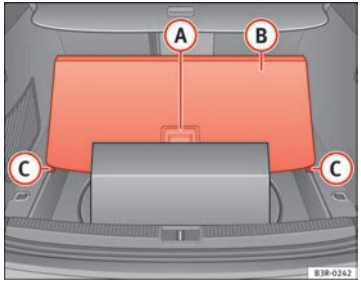

Fig. 122 Floor panel raised
– Take hold of handle (A) ⇒ Fig. 122, lift the floor panel (B) and line up the bottom corners of the floor panel with the recesses (C).
– Take hold of the handle (A) ⇒ Fig. 122 and fold out the floor panel as far as the rear backrest.
Small items can also be stored **under** floor panel (B) ⇒ Fig. 122.